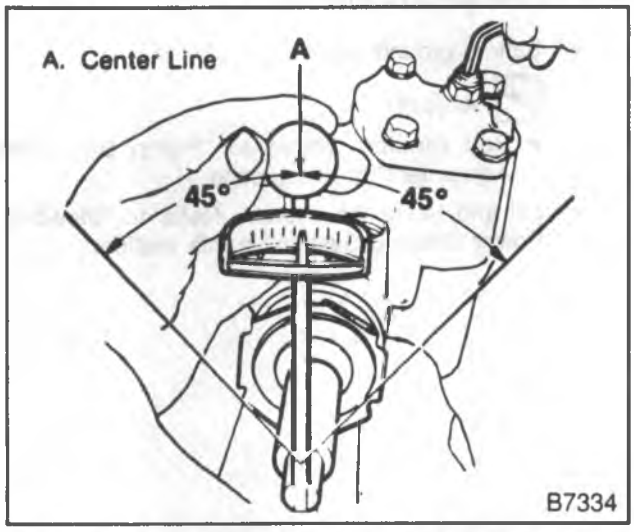

Figure 22—Checking Over-Center Rotational Torque
4. Place the torque wrench, with the handle in the vertical position, on the stub shaft. Rotate the torque wrench 45 degrees each side of the center and record the highest drag torque measured on or near center (figure 22).
5. Adjust over-center drag torque by loosening the adjuster screw jam nut (227) and turning the pitman shaft adjuster screw (222) clockwise until the correct drag torque is obtained.